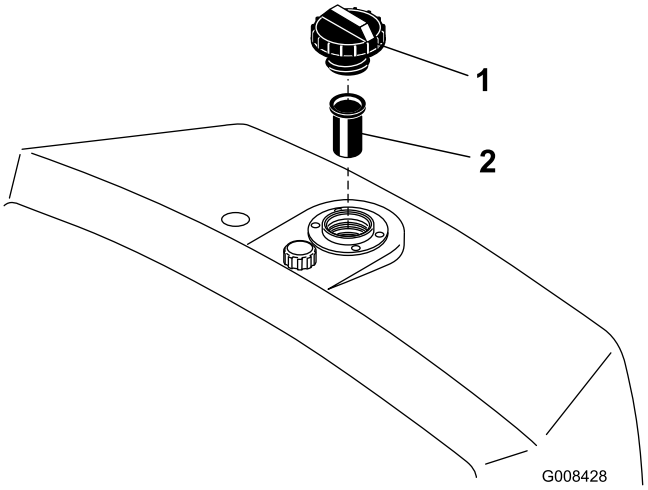

Figur 26
2. Tag målepinden ud af røret igen, og kontroller oliestanden. Væskestanden skal nå op til bunden af påfyldningsfilteret i påfyldningstudsen (Figur 26).